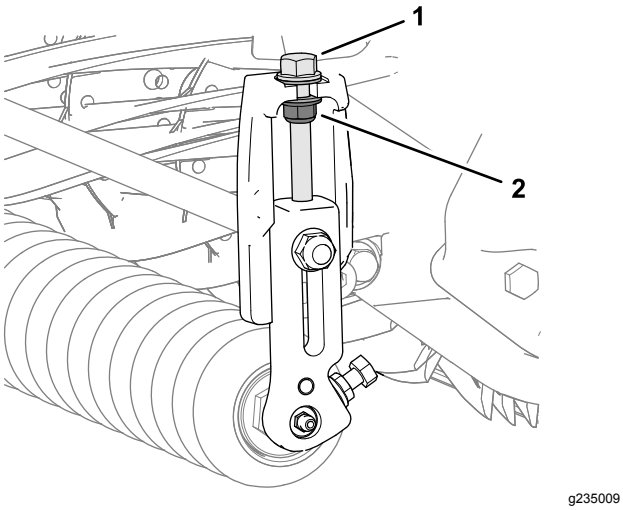

Figura 1
1. Afloje las 2 contratuercas con arandela prensada en los 2 tornillos de altura de corte (Figura 1).